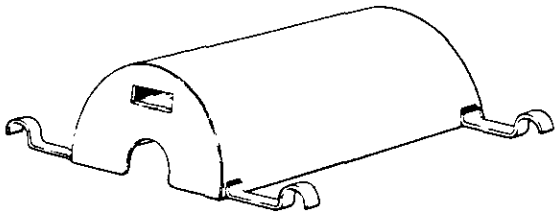

Figure 11. 6796886 Compressor Rotor Cover
d. Install container cover and secure (figure 11).
a. Remove container cover to expose compressor rotor (figure 11).
d. Use 3435 compressor rotor sling if positioning rotor in a horizontal position in 6796833 transportation and storage stand. Remove 3435 compressor rotor sling from rotor. Install 6796886 compressor rotor cover (figure 11).